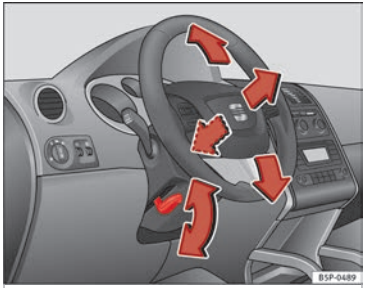

Fig. 3 Adjusting the steering wheel position.
– Push the lever under the steering column ››› Fig. 3 down ››› ⚠.